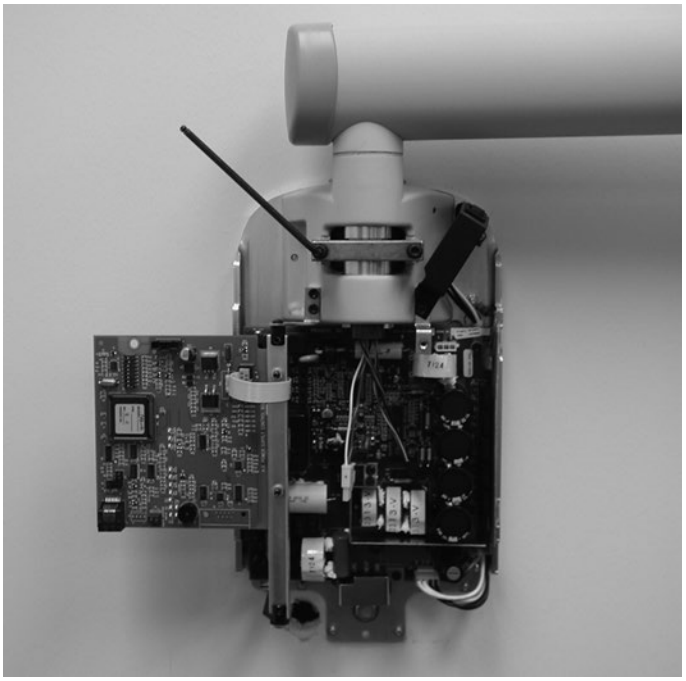

Figure 35 Tightening the Brake
2. Using a 4 mm Allen wrench, as shown in *Figure 35*, tighten the screws equally to apply adequate braking to the pivot post so that Horizontal Arm begins to move after the Articulating Arm.